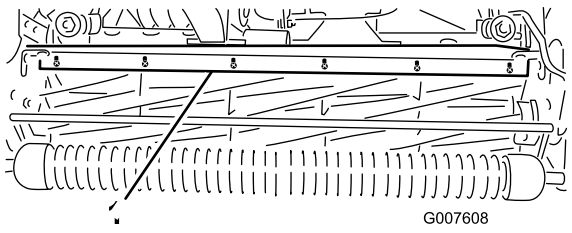

Bild 46
1. Lockern Sie die Schrauben, mit denen die obere Leiste am Mähwerk befestigt ist (Bild 46).